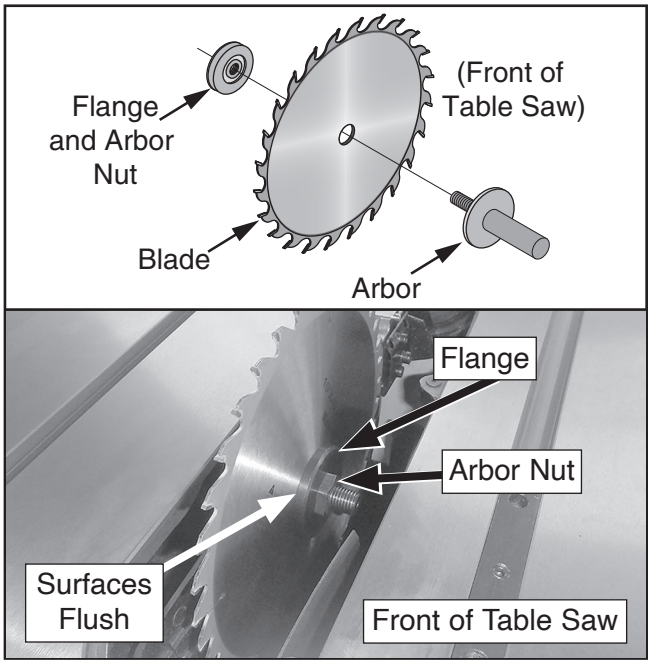
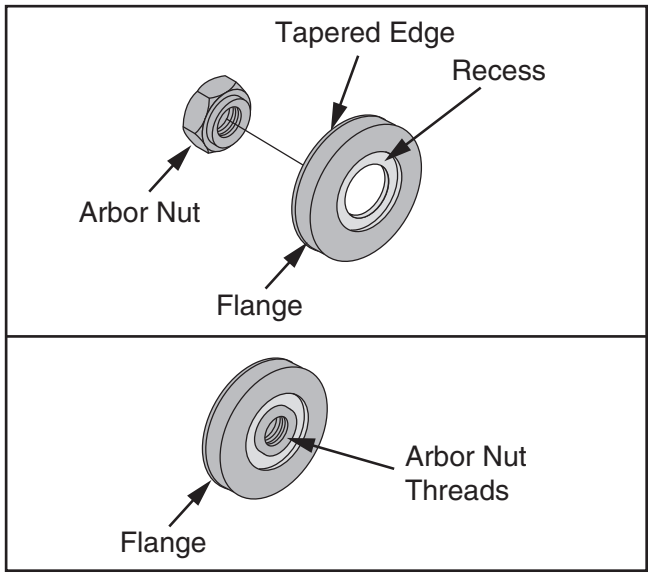

Figure 48. Blade order of installation and teeth facing correct direction.
Figure 49. Flange and arbor nut joined.
5. Install new blade, flange, and arbor nut on arbor, as shown in **Figure 48**, with upper teeth facing front of saw. Ensure the tapered edge of the flange faces the arbor nut and the recess faces away from the arbor nut (see **Figure 49**). The arbor nut should be flush with the outer surface of the flange.